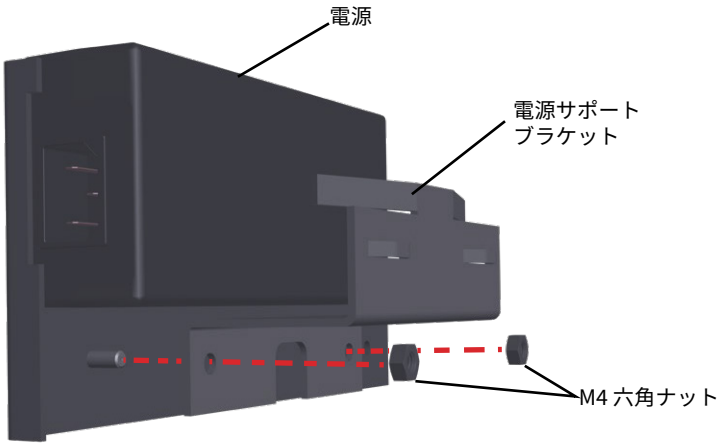

図 3　電源と電源サポートブラケットを長いラックイヤーに取り付ける
3. 電源サポートブラケットを六角ナットとスタッドボルトを使用して長い方の（R）ラックイヤーに取り付け、電源に電源コードを接続します（図 3）。